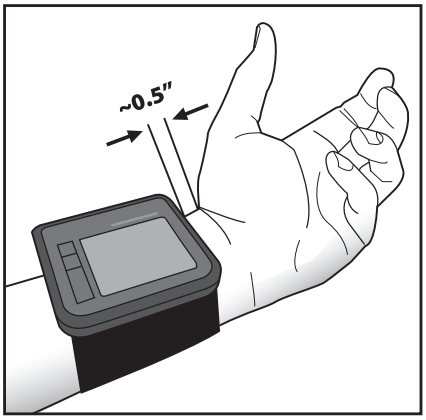

Fig. 2
5. Ajuste el brazalete 0.5" desde el borde de la cabeza del hueso cúbito, Fig. 2.